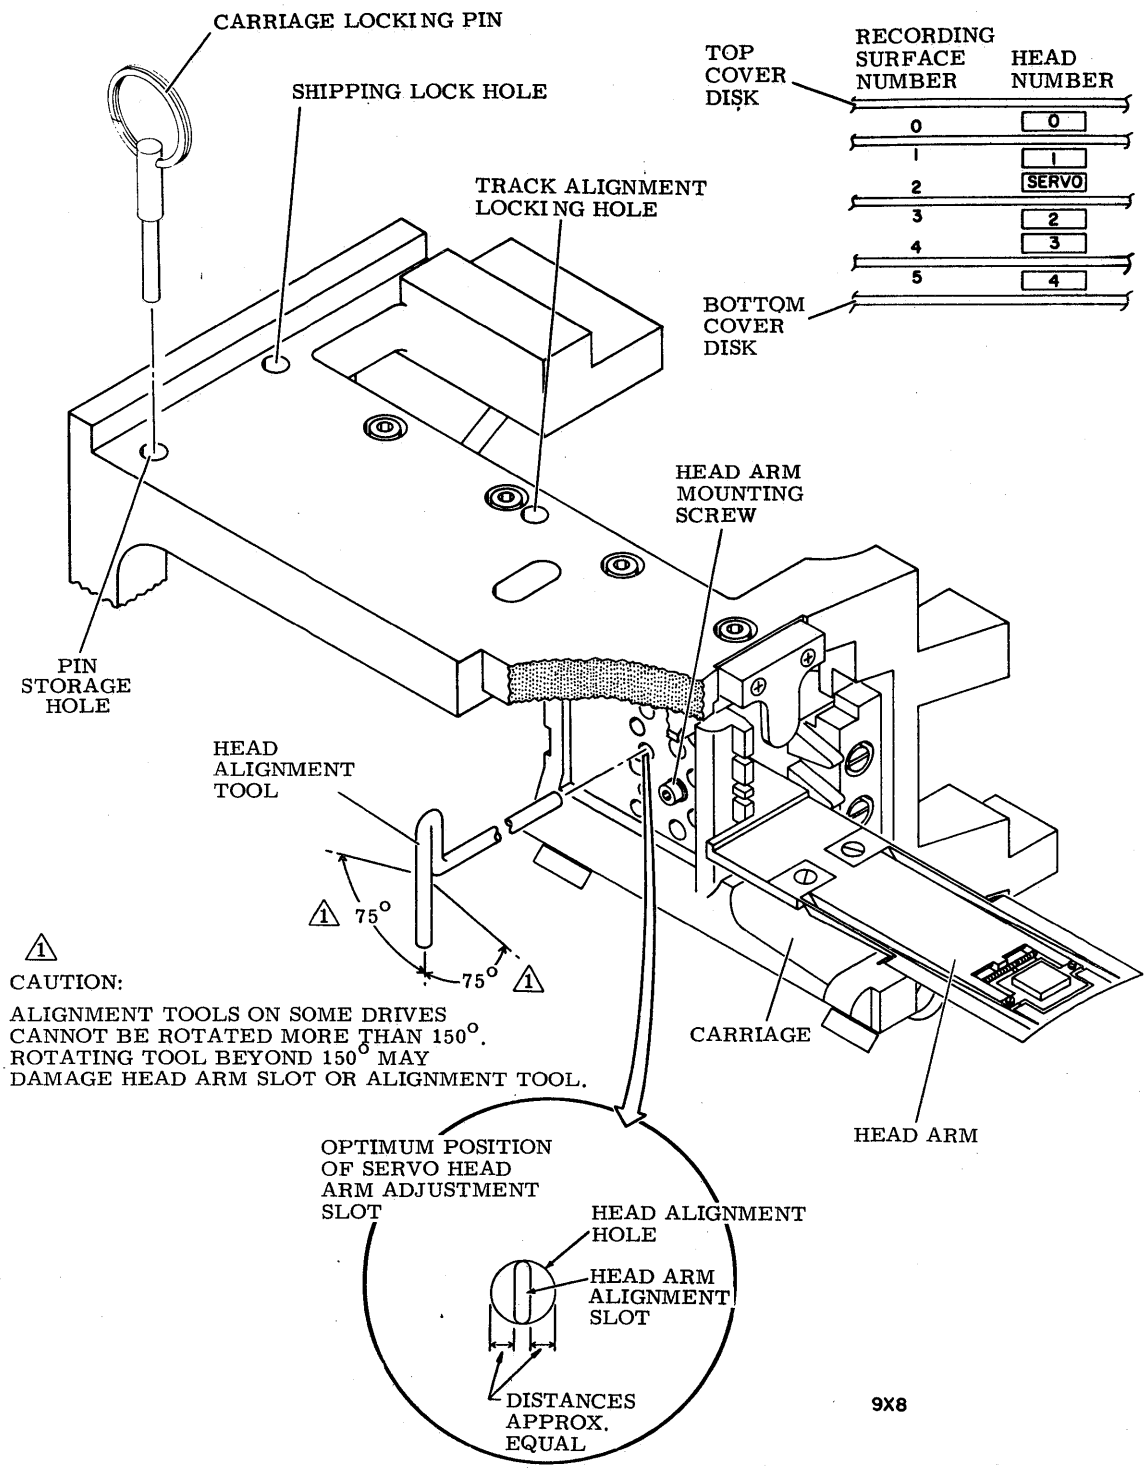

Figure 2-15. Head Arm Alignment
11. Command direct seek to cylinder 245, install carriage locking pin into alignment hole (refer to figure 2-15) and repeat steps 4 through 8.
b. Install head alignment tool so that tool pin engages head-arm alignment slot (refer to figure 2-15).